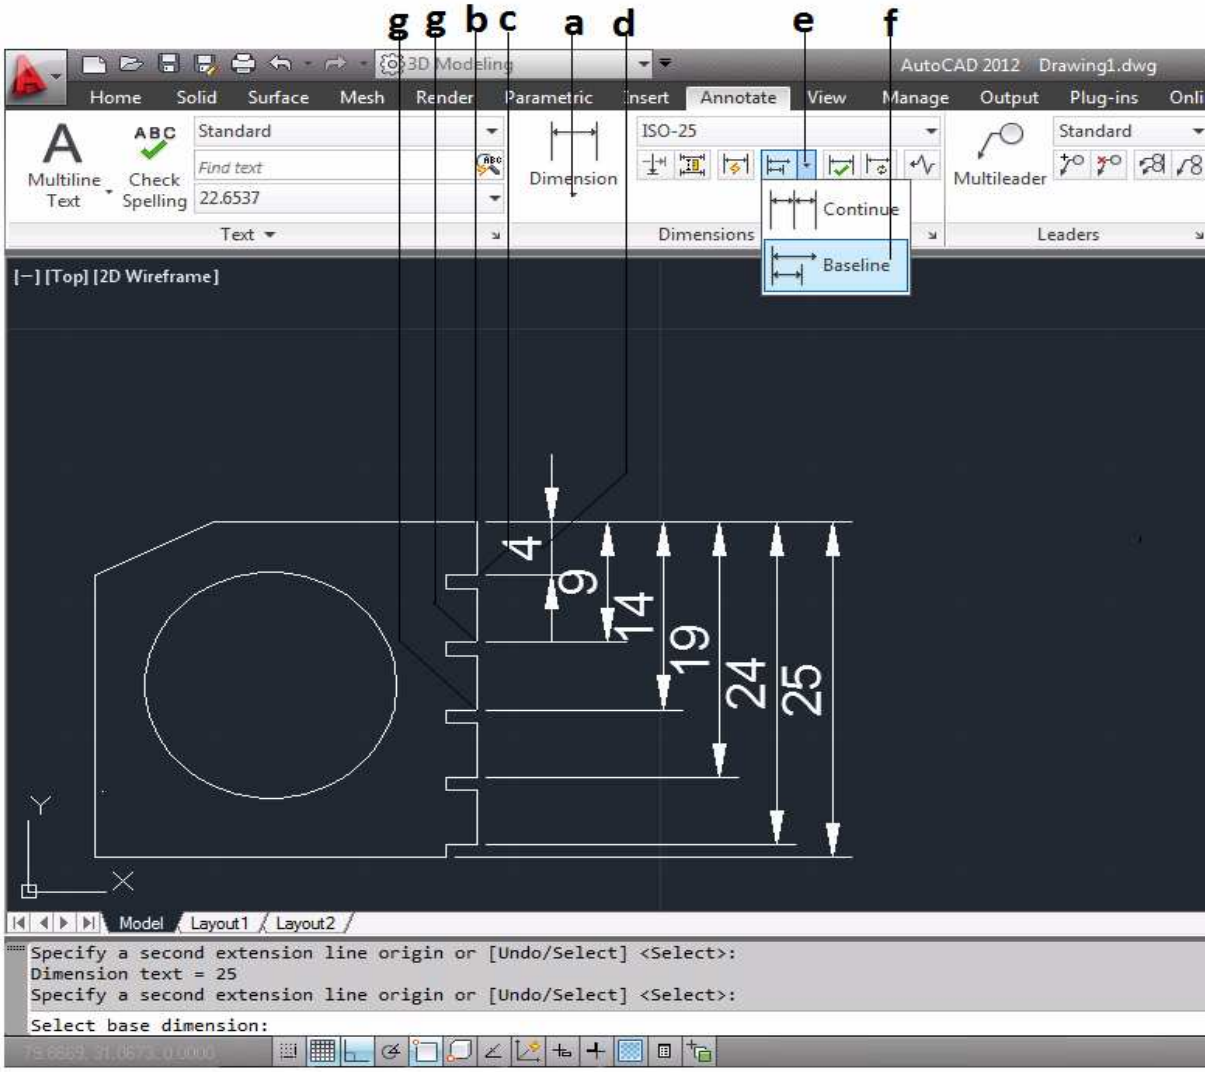

Figura 3.74 Acotado "Base"
- **a.** Se selecciona la herramienta Linear [Linear] de la lista de tipo de cotas *(figura 3.74)*.
- **b.** Se selecciona el primer extremo de la línea, para indicar la 1ª coordenada *(figura 3.74)*.
- **c.** Se selecciona el segundo extremo de la línea, para indicar la 2ª coordenada *(figura 3.74)*.
- **d.** Con el puntero se indica donde se localizara la cota *(figura 3.74)*.
- **e.** Se da clic en la flecha para desplegar sus opciones *(figura 3.74)*.
- **f.** Se selecciona la opción Línea Base [Baseline] *(figura 3.74)*.
- **g.** Se selecciona el vértice de las líneas de extensión *(figura 3.74)*.